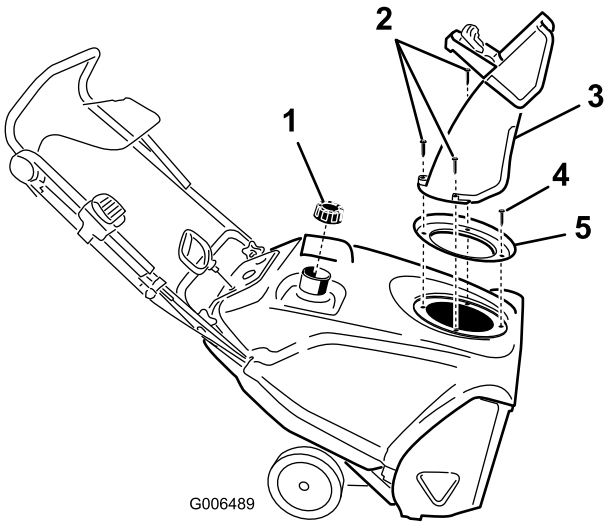

图33
3. 拆下 3 个大螺钉和 1 个小螺钉 (图33)，拆除排放斜槽，排放斜槽手柄和斜槽密封件。